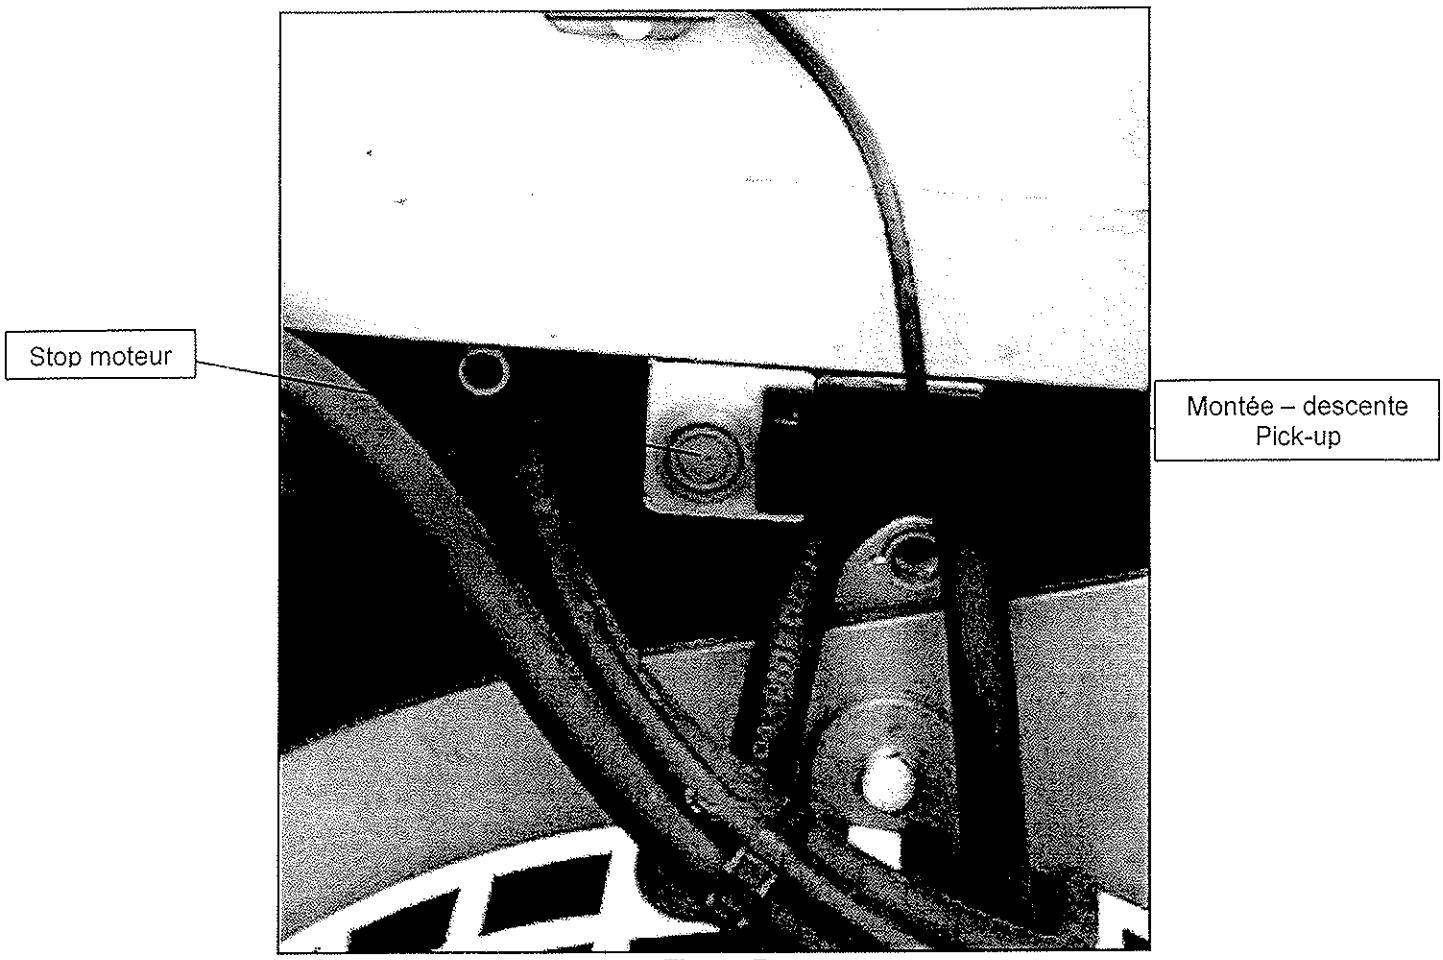

Figure 7
- Vous pouvez aussi arrêter le moteur en appuyant sur le bouton de couleur rouge situé sur le côté gauche de la machine, à l'arrière (figure 7, chapitre « COMMANDE DE L'UTILISATEUR »).